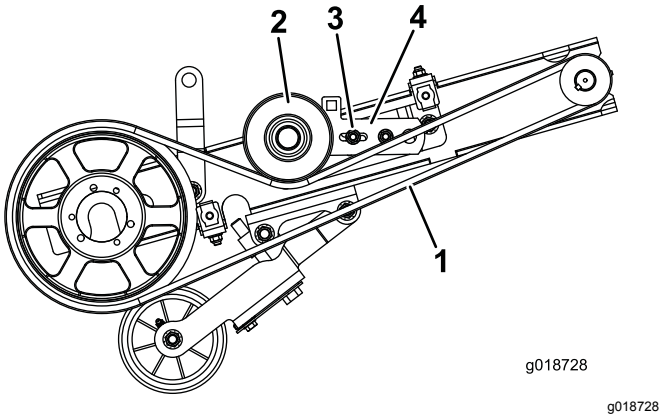

**Figur 24**
1. Ta bort muttern och skruven som fäster mellanremskivans fäste (skruven i det avlånga hålet i fästet) vid spännbrickan för justering (Figur 24).
4. Ta bort det nedre remskyddet och cylinderdrivremmen (Figur 24).